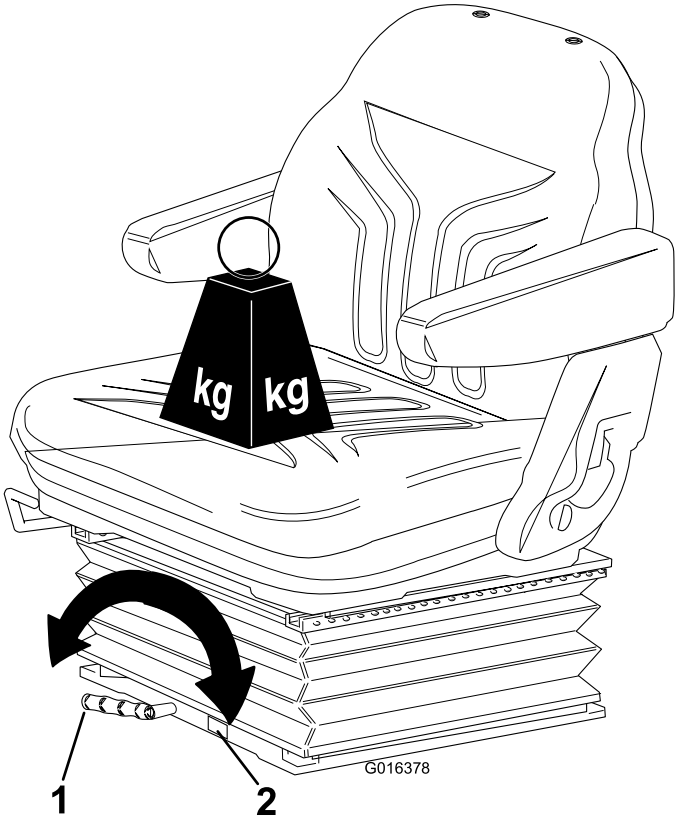

Figur 12
- **Justering af førers vægt:** Drej håndtaget med uret for at øge affjedringsstivheden og mod uret for at mindske den. Skiven angiver, når den optimale affjedringsjustering er indstillet i henhold til førerens vægt (kg) (Figur 12).